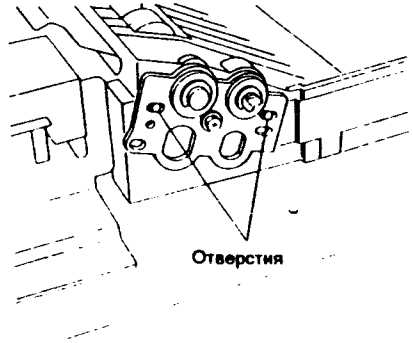

Рис. 4 NZM-0041
⑤. (Рис. 4): Переверните и установите держатель ролика регистрации.